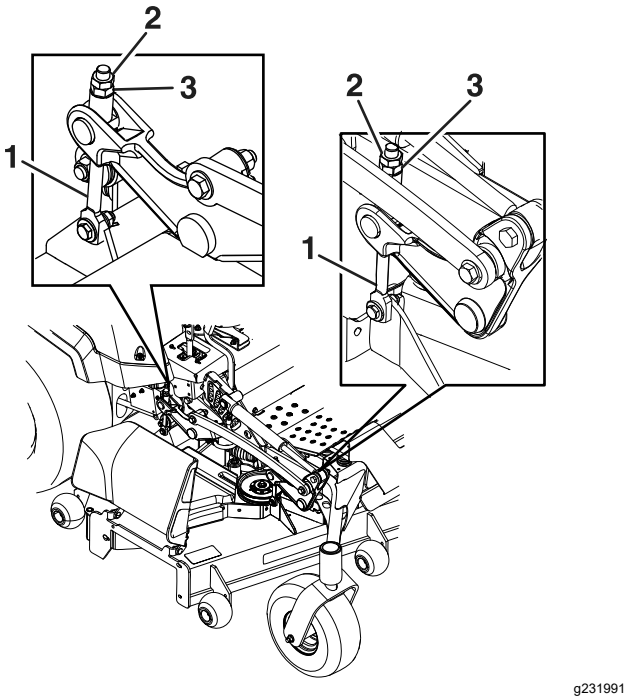

Figura 77
8. Afine a porca de ajuste no conjunto de elevação da plataforma frontal rodando-a (Figura 77).